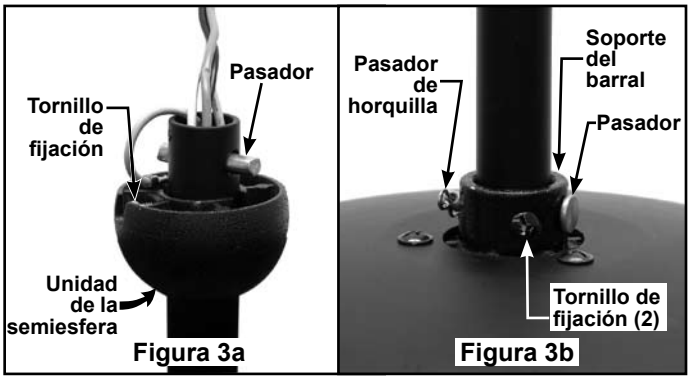

Figura 3a Figura 3b
6. Afloje el tornillo de fijación de la semiesfera para lograr que ésta pueda desplazarse libremente por el barral. (Figura 3a) Retire el pasador del barral y luego extraiga la semiesfera. Conserve el pasador y la semiesfera para su reinstalación en el Paso 9.